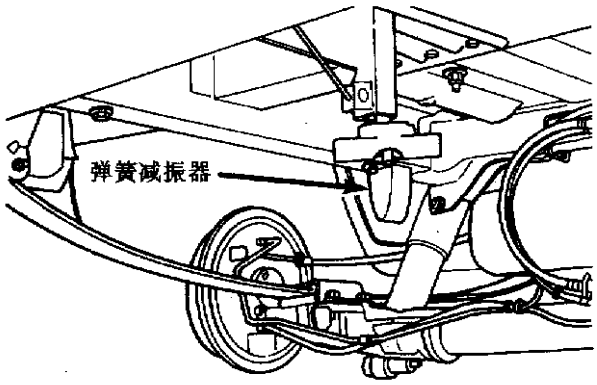

图 8-15　弹簧减振器标准
(1)拆卸：弹簧减振器作为总成进行维修，安装在车架纵梁的焊接螺孔塞上(图 8-15)。